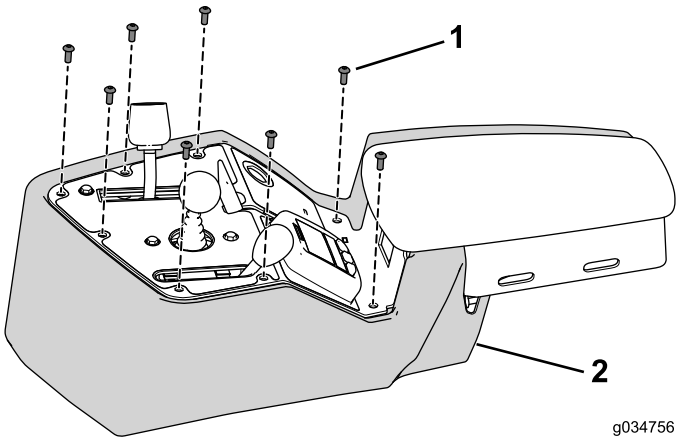

図 31
1. コンソールカバーをコンソールアセンブリに固定する先ほど外したボルト8本を使う図 31。